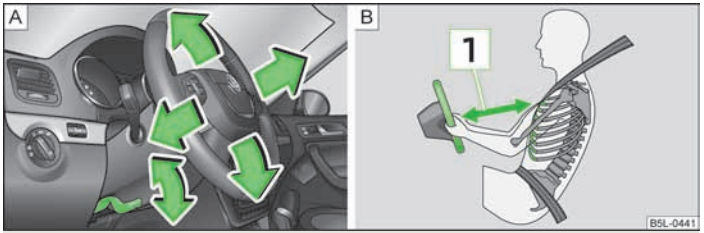

图 101 可调式方向盘：转向柱旁的拨杆/与方向盘之间的安全距离
- 调整方向盘，使方向盘与胸部之间至少相距 25 cm 1 » 图 101，见第 104 页。如果您未与之保持上述最小距离，安全气囊系统便无法对您进行保护 - 有生命危险！
› 向下转动方向盘下的拨杆 » 图 101 - A。